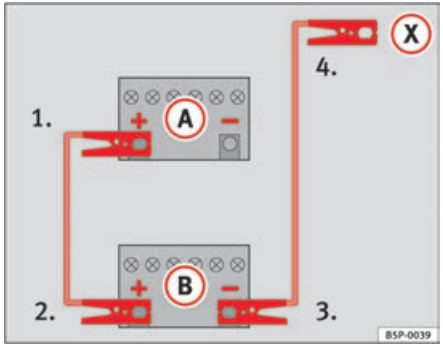

Fig. 171 How to connect the jump leads
In ⇒ fig. 171, the flat battery is (A) and the charged battery (B).
1. Connect one end of the red jump lead to the positive ⇒ fig. 171 (+) terminal of the vehicle with the flat battery ⇒ ⚠.
4. Connect the other end of the black jump lead (X) to a solid metal component which is bolted on to the engine block, or onto the engine block itself of the vehicle with the flat battery. Do not connect it to a point near the battery ⇒ ⚠.